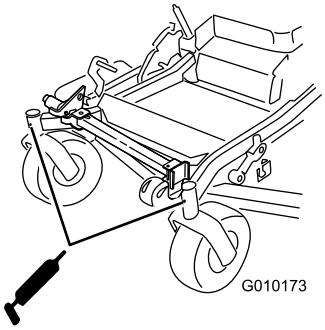

Figuur 49
11. Plaats de zeskantige plug en de stofkap (Figuur 49).